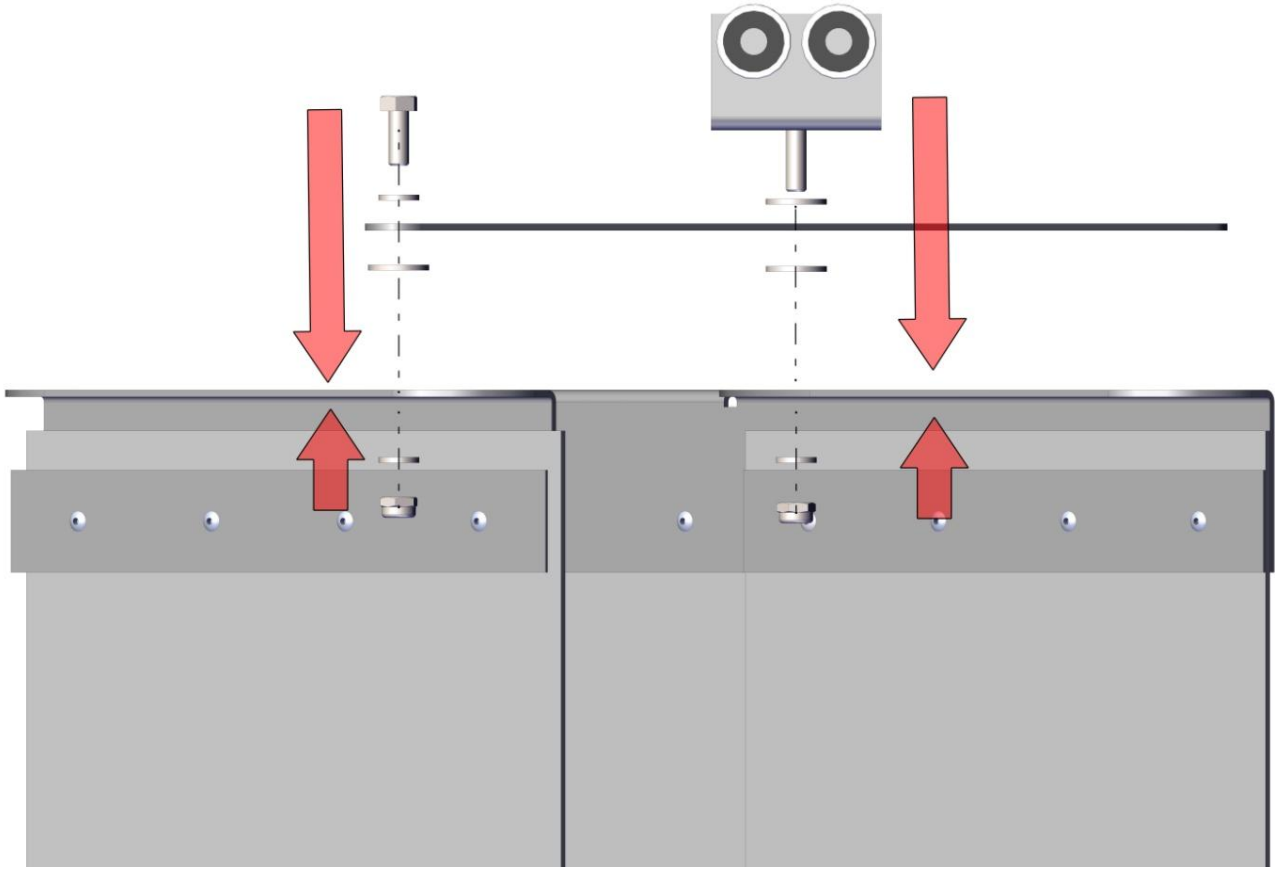

Рис.11. Порядок крепежа между кареткой, пластиной и завесой
4) Каретка, пластина и завеса соединяются с помощью крепежа (рис.11).*